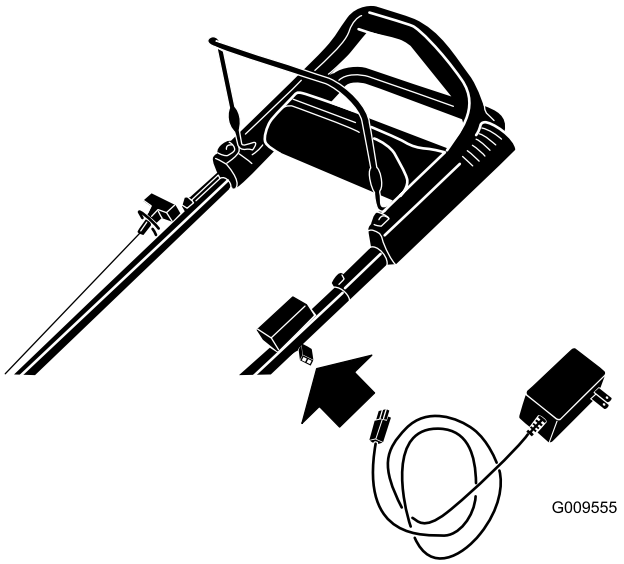

Figura 33
1. Ligue o carregador à cablagem sob a chave da ignição (Figura 33).